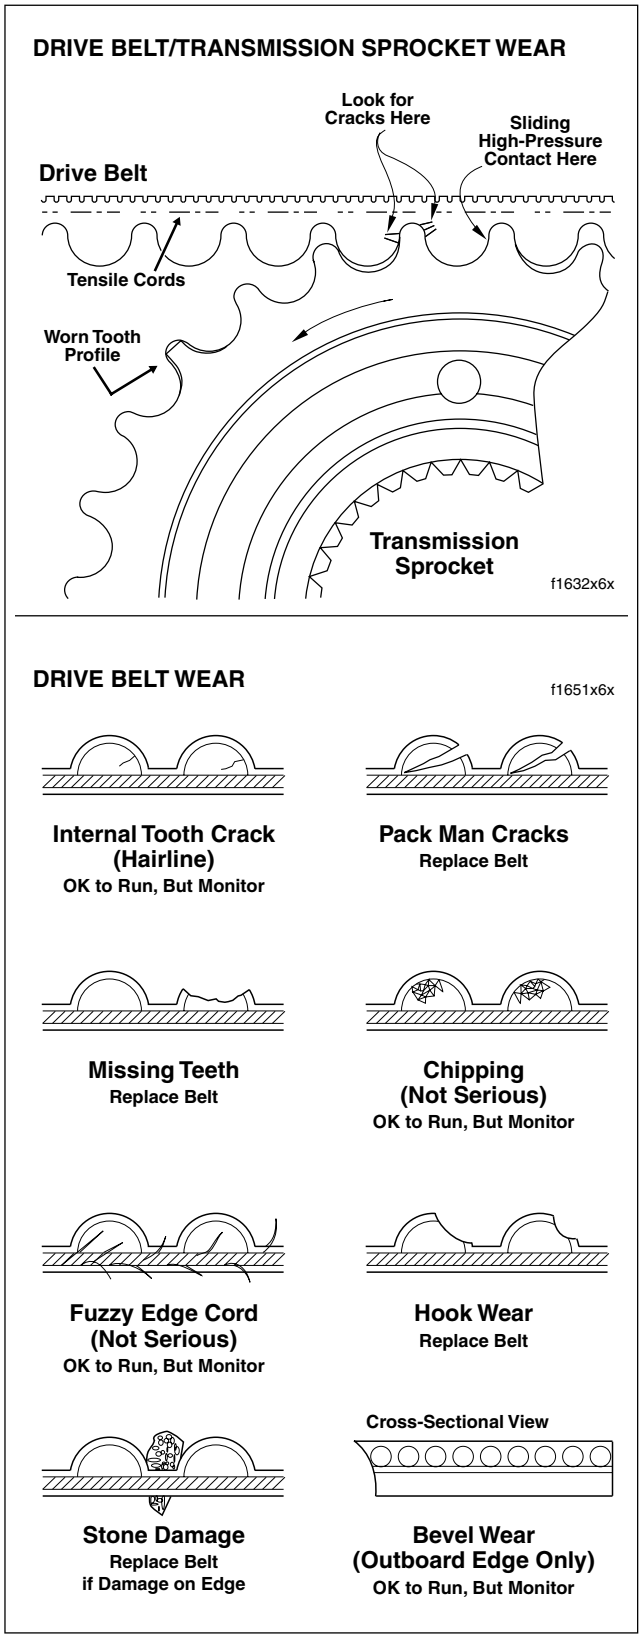

Figure 6-7. Drive Belt/Transmission Sprocket Wear
4. On the inside of the belt, inspect the roots of the belt teeth to see if the tensile cords are exposed. See upper frame of Figure 6-7. The tensile cords are covered by a layer of nylon facing and another layer of polyethylene. Once these layers are worn through, the tensile cords become visible. Visible tensile cords are an indication that the transmission sprocket tooth tip diameter is severely worn. Furthermore, belt failure is imminent, since the tooth tips will continue to scratch away at the tensile cords until the belt is completely worn through.
5. Look for signs of cracking at the base of the belt teeth where contact may be made with the “corners” of worn transmission sprocket teeth. See upper frame of Figure 6-7. Replace the belt if cracking is evident.
6. For common types of belt wear and damage, see lower frame of Figure 6-7.
4. Look for “sharp” corners at the top of each sprocket tooth, particularly where the flank joins the top radius. A smooth transition should exist between the flank and radius. While worn teeth will appear to have an edge across the face width of the tooth, heavily worn teeth will have a flat across the top. If the flat is 1/8 inch (3 mm) wide or more, replace the transmission sprocket and drive belt. See upper frame of Figure 6-7.